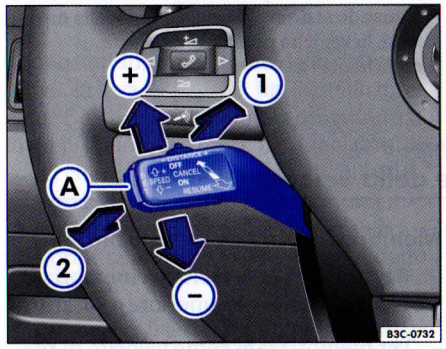
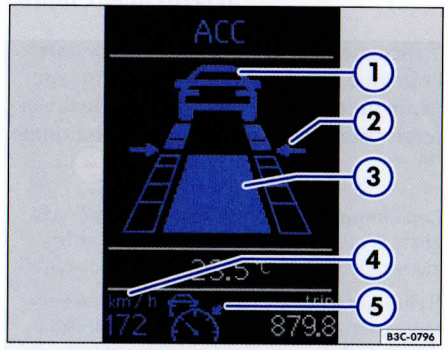

Fig. 51 Comandi del regolatore automatico della distanza
Fig. 54 Regolatore attivo: veicolo captato, regolazione della distanza in funzione
– Per attivare il regolatore della distanza si deve spostare la leva nella direzione ⇒ fig. 51 ① facendole fare lo scatto di innesto a fine corsa. Con l'interruttore in questa posizione è possibile attivare il regolatore automatico della distanza. Sul display appaiono visualizzati la velocità e lo "stato" (attivato o meno ecc.) del regolatore ⇒ pag. 60, fig. 54.
– Per attivare il regolatore della distanza, premere il tasto SET ⇒ fig. 51 Ⓐ. Allo stesso tempo viene memorizzata la velocità alla quale sta viaggiando il veicolo. La velocità di marcia deve essere di almeno 30 km/h.
– Spostare quindi la leva nella direzione RESUME ① per attivare il regolatore della distanza mentre si viaggia. La velocità ⇒ pag. 56 e la distanza ⇒ pag. 58 precedentemente memorizzate vengono allora ripristinate ⇒ ⚠. All'attivazione si accende la spia sul quadro strumenti.
La velocità di riferimento appare indicata a cifre grandi sul display del quadro strumenti ⇒ pag. 60, fig. 54 ④.
Indicazioni sul display del quadro strumenti ⇒ fig. 54: